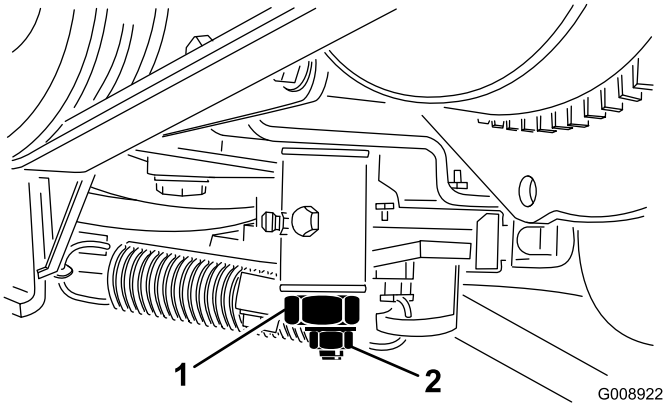

Figuur 49
2. Maak de klem van de gaskabel op de hefboomarm van de injectiepomp los (Figuur 49).